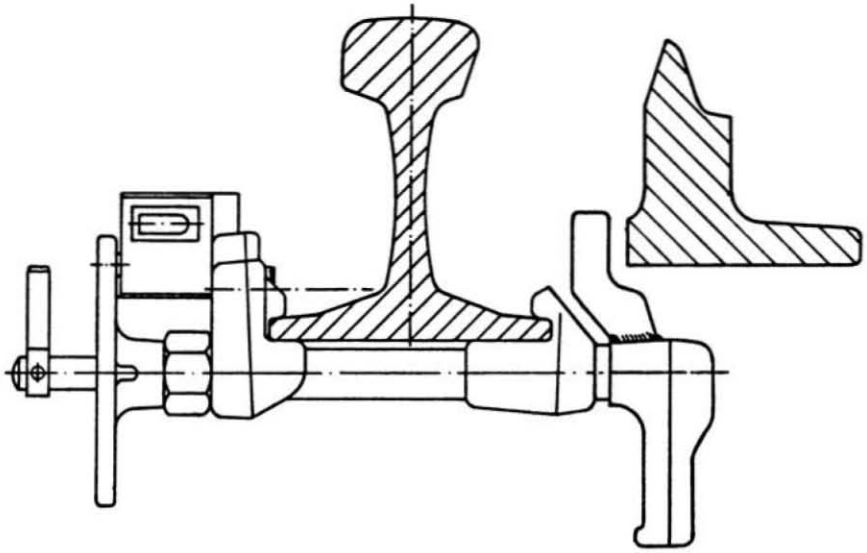

Bild 10
(7) Für das Sichern der abliegenden Zunge von Flachkreuzungen kann nur der Handverschluß 73 für Flachkreuzungen (HV 73 Kr, vgl. Bild 10) verwendet werden.